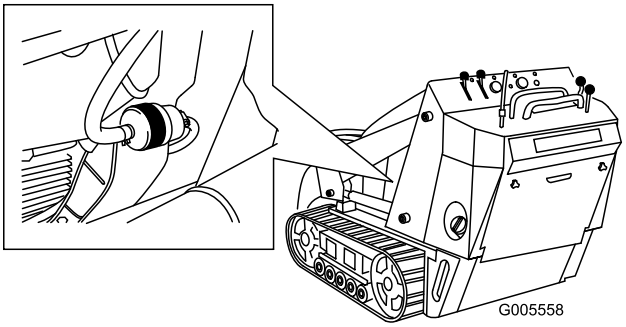

**Figuur 40**
4. Klem de brandstofleidingen aan beide zijden van het brandstoffilter (Figuur 40).
5. Druk de uiteinden van de slangklemmen naar elkaar toe en schuif ze weg van het filter (Figuur 40).